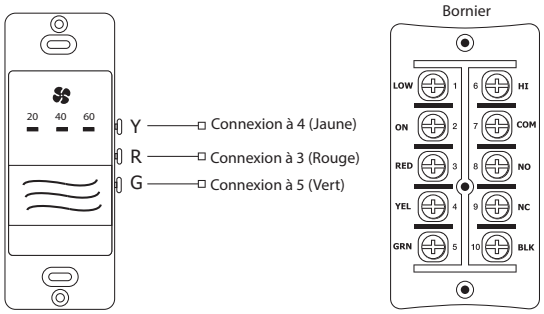

Figure 27 - Minuterie DET01 avec bornier de type A
2. Couplage avec la commande GDXPL02 ou GDXPL03 Deluxe : appuyez simultanément sur les boutons gauche ⏻ et droit (RESET) de la commande. L'écran s'éteint et le symbole sans fil))) apparaît en clignotant dans le coin inférieur droit de l'écran; cela indique que la commande est en mode de couplage (fig. 27, case D).
3. Couplage avec les commandes de base GBC02, GBC03 ou GBC04 : appuyez simultanément sur les boutons gauche et droit de la commande. La rangée des 3 DEL au bas se met à clignoter; cela indique que la commande principale est en mode de couplage (fig. 27, case E).
1. Séparez la plaque avant de la plaque arrière en la tirant fermement (fig. 27, case A).
2. Pour le montage de la commande sans plaque décorative, cassez les languettes supérieure et inférieure et reportez-vous à la figure 27, case C, pour le montage.
3. Placez la plaque arrière de la commande à l'emplacement souhaité sur le mur et marquez au crayon les trous de vis supérieur et inférieur (fig. 27, cases B ou C). Percez 2 trous de 3 mm (1/8 po).
5. Fixez la plaque avant à la plaque arrière (fig. 27, case F).